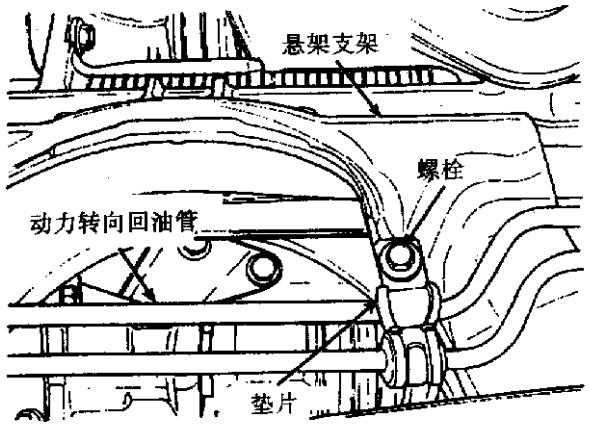

图 9-6　垫片支架
④将动力转向软管线垫片固定到前悬架的螺栓上(图 9-6)。
①使用无棉绒巾擦净动力转向油管的接头、动力转向泵和转向机油泵出入口。
②安装新的 O 形圈和转向管上的密封圈。用清洁的动力转向油润滑 O 形圈和密封圈。
③将动力转向压管安装到动力转向泵及齿轮的接头上。安装时,不要将软管弄弯。
④将动力转向软管安装到前悬架路线夹上(图 9-6)。软管必须离开排气系统。
⑤紧固所有的紧固器至以下值:泵底管螺母 34N·m;齿轮末端管螺母 34N·m;泵支架螺母 40N·m。小心:当紧固和扭紧动力转向泵上的高压油管时,压力管会靠着泵上的回油管附件旋转。
⑥使用时,隔热护罩必须放在动力转向软管的正确位置。小心:隔热护罩必须盖住全部橡胶管,动力转向液压的连接管和回流管。
⑦软管安装好后,检查一下看是否漏油。